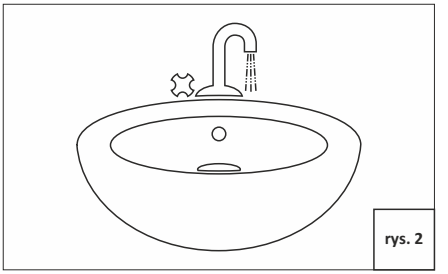

rys. 2
3. Otworzyć wszystkie baterie i spuść wodę z instalacji (rys. 2).